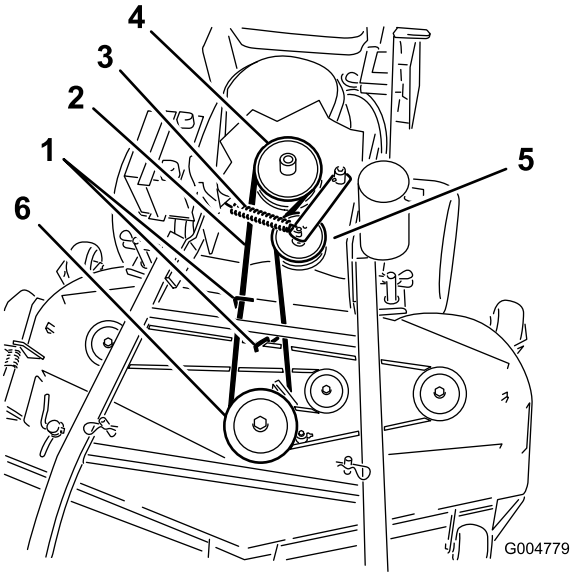
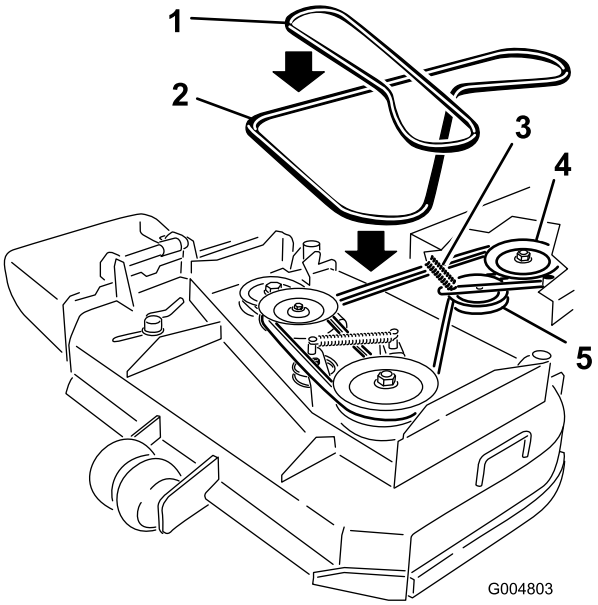

Figura 51
Figura 52
6. Retire la correa de la polea central de la plataforma del cortacésped (Figura 51). Consulte Figura 52 para quitar la correa de la polea izquierda en una plataforma de cortacésped de 36 pulgadas. Extreme las precauciones al retirar la correa ya que la tensión aumentará debido a que la polea tensora está tensada con muelle.
7. Retire la correa de la polea del motor y la polea tensora tensada con muelle (Figura 51). Consulte Figura 52 para retirar la correa de las poleas de una plataforma de cortacésped de 36 pulgadas.
8. Instale la nueva correa en la polea del motor y la polea tensora tensada con muelle (Figura 51).
9. Coloque la correa en la polea central de la plataforma del cortacésped (Figura 51). Extreme las precauciones al instalar la correa ya que la tensión aumentará debido a que la polea tensora está tensada con muelle. Consulte Figura 52 para colocar la correa en la polea izquierda en una plataforma de cortacésped de 36 pulgadas.
11. Ajuste la guía de la correa a 1/8 pulgada (3 mm) de la correa en plataformas de corte 48 pulgadas (Figura 51).